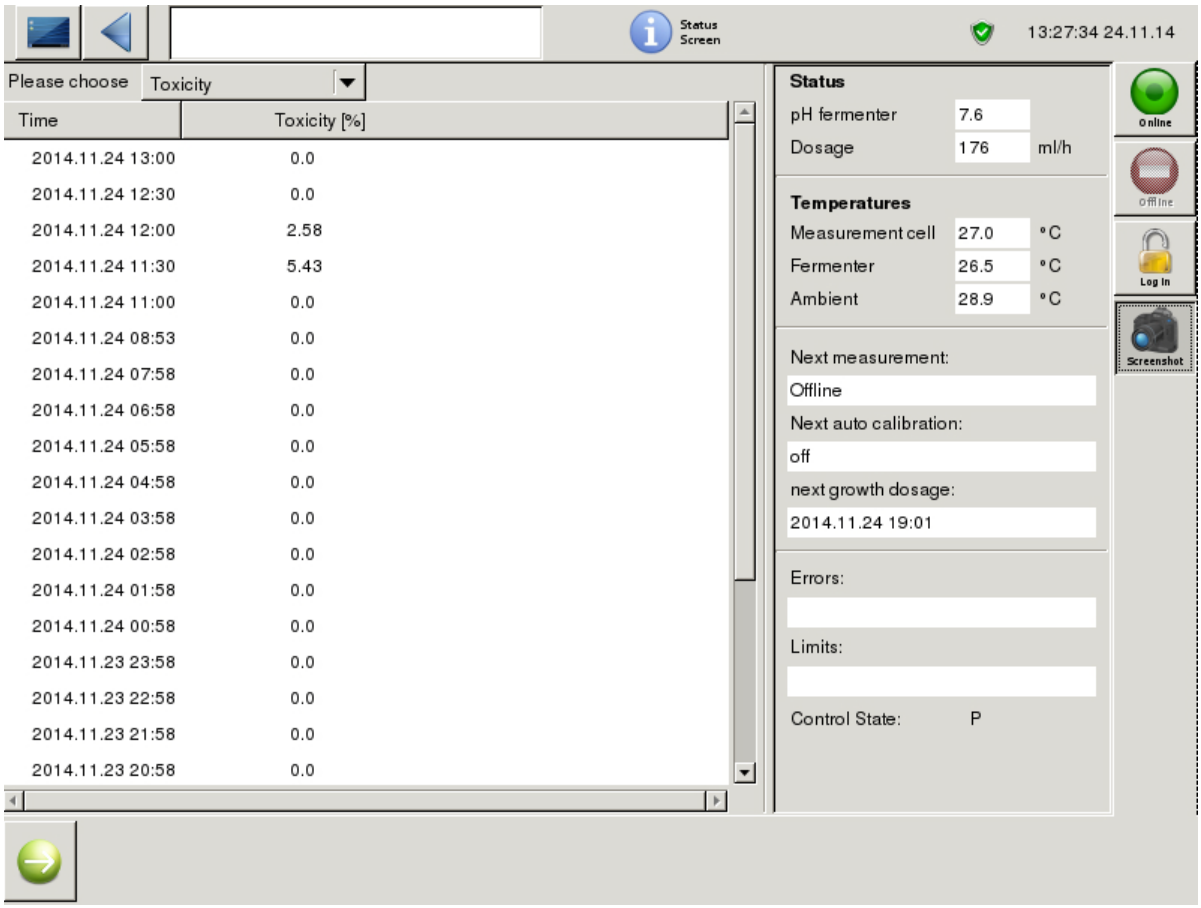

Fig. 8: Status screen (example)
Watch the pH (Fig. 8: on page 18). After a while (approximately 30 minutes) the pH will begin to decrease. The pH value will decrease until the set the set pH level is reached, which is 7.6 by default. At this point of the start-up process, the pump for the dosage of nutrient solution will begin to work. From now on the pH value will stay constant and the measurement parameter "dosing" will start to increase. When a dosing rate of 160 -250 ml/h is established, the NitriTox® is ready for a calibration and first measurements.
14) Check if the temperatures (measurement cell, fermenter and ambient air) are ok If the temperatures are incorrect, please contact the **LAR technical support (chapter 10.2, page 111)**	Fig. 8:, page 18